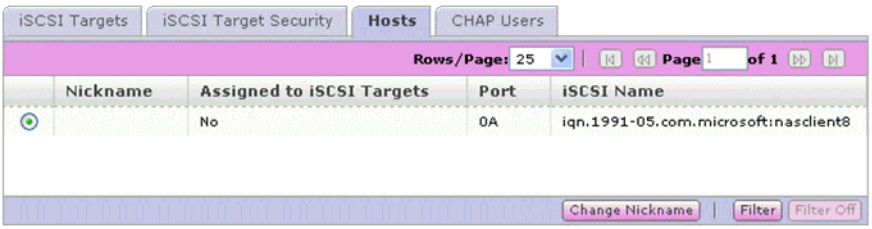

Figure 8-36: iSCSI Target Window — Hosts Tab
1. From the iSCSI Targets window, click the **Hosts** tab as shown in Figure 8-36 on page 8-40.